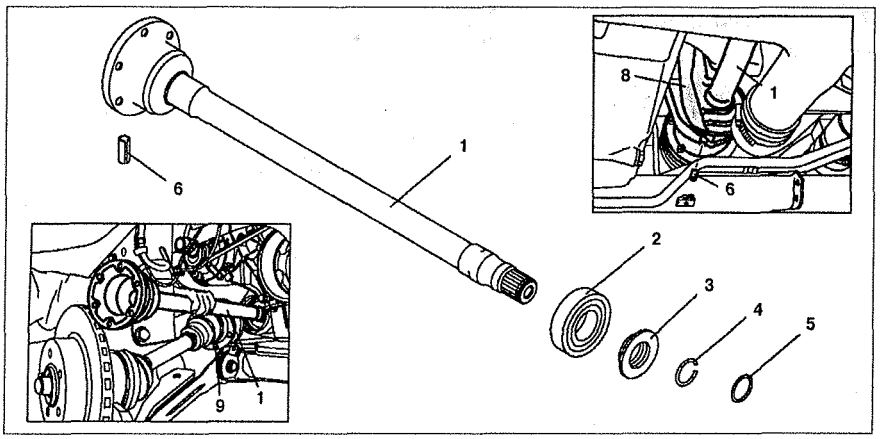

Рис. 7.8. Центральный ведущий вал с подшипником (автомобили с двигателями 111.948 и 601.970):
1. Отсоедините правую полуось **9** от центрального ведущего вала (см.рис.7.8).